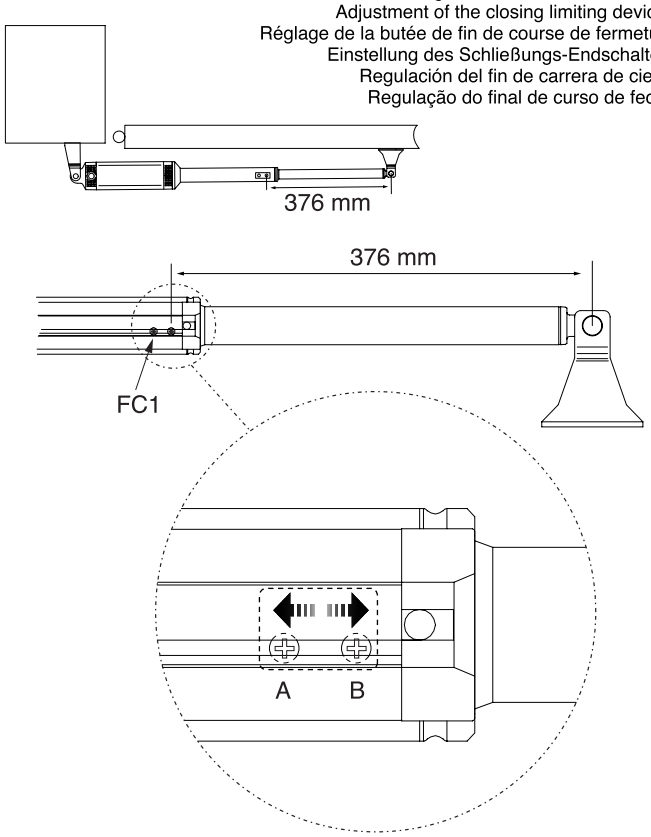

Fig. 14
8.2) Einstellung des Öffnungs-Endschalters (Fig.14):